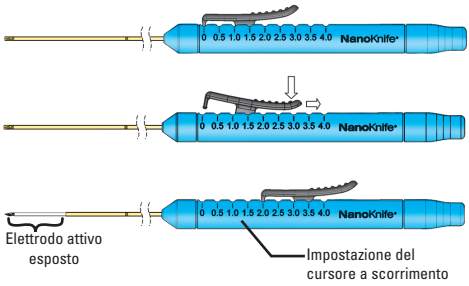

Figura 6: Regolazione dell'esposizione degli elettrodi
13. Verificare la lunghezza dell'elettrodo esposto indicata dal cursore a scorrimento sull'impugnatura (vedere Figura 6).